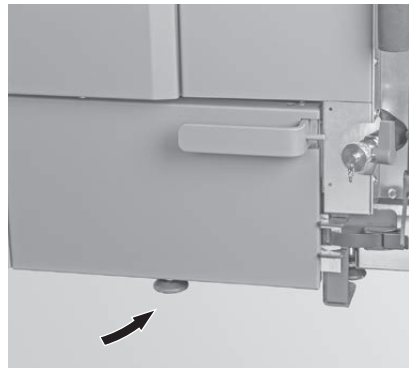

Fig. 79 Aggiustare la vite di regolazione
- ▶ Adattare la vite di regolazione del cassetto raccoglicenere (solo BioWIN 2 Touch Exklusiv / Exklusiv-S) alla caldaia – Fig. 79.